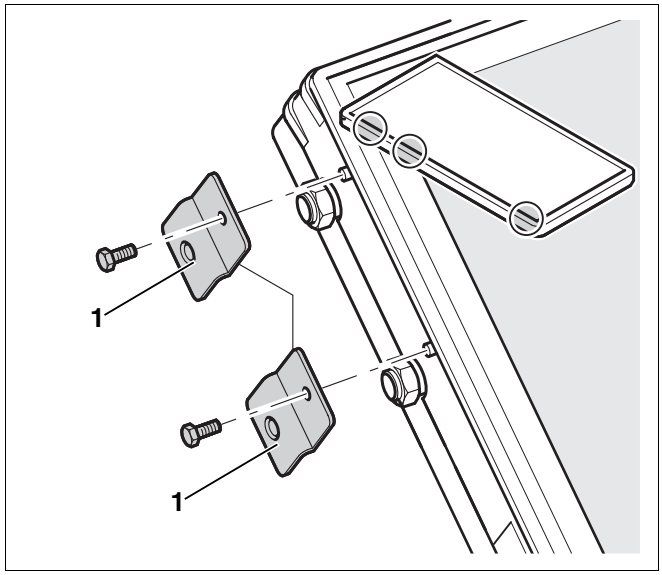

Afb. 43 Transportbeveiligingen demonteren
- Demonteer de transportbeveiligingen aan de linker collectorzijde slechts wanneer u de hydraulische verbinding tot stand brengt (afb. 43, **pos. 1**).